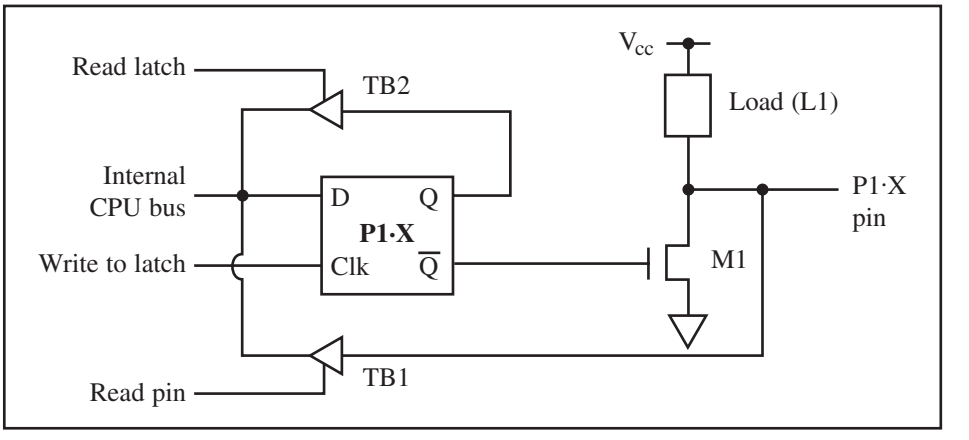

Figure 10. 8051 Port 1 Structure
Figure 10 shows the structure of P1 and its three components. The other ports, P2 and P3, are basically the same except with extra circuitry to allow their dual functions. Notice in Figure 10 that the L1 load is an internal load for P1, P2, and P3. As we will see at the end of this section, that is not the case for P0.
Also notice that in Figure 10, the 8051 ports have both the latch and buffer. Now the question is, in reading the port, "Are we reading the status of the input pin or the status of the latch?" That is an extremely important question and its answer depends on which instruction we are using. Therefore, when reading the ports there are two possibilities: (1) reading the input pin